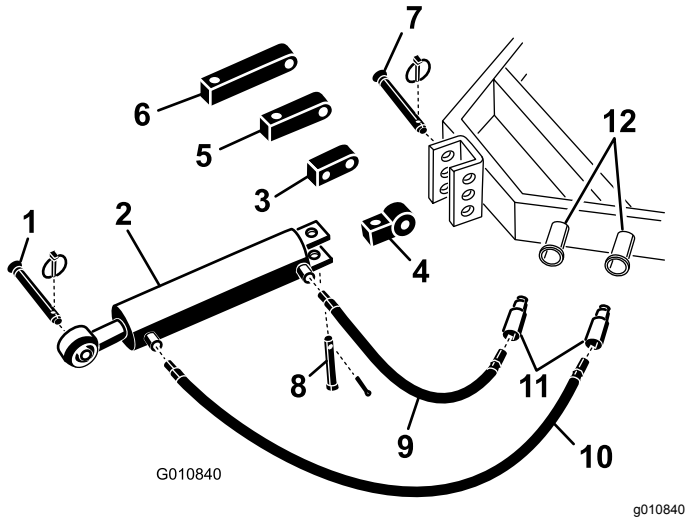

Figur 5
1. Fest enden av koblingsleddet til det hydrauliske toppleddet til trekkenheten, ved hjelp av tappene som følger med trekkenheten (Figur 5).
Merk: Hvis hydraulikksylinderen må plasseres med portene vendt oppover, bruker du omdreiningsblokken istedenfor standard monteringsblokk for å stille inn sylinderen på nytt (Figur 5). Du kan bruke en 90 °-hydraulikkobling istedenfor omdreiningsblokken (90 °-koblinger er ikke inkludert).
A. Fjern splinten og stiften som fester standard koblingsledd til sylinderen (Figur 5). Fjern tilkoblingsleddet fra sylinderen.
B. Fest omdreiningsblokken til sylinderen ved hjelp av tappene du allerede har fjernet (Figur 5).
2. Koble den 106 cm lange hydraulikkslangen til porten på det hydrauliske toppleddet som er nærmest luftemaskinen Figur 5. Påfør forseglingstape eller -middel for rørgjenger på slangegjengene for å hindre lekkasje.
3. Koble den 76 cm korte hydraulikkslangen til porten på det hydrauliske toppleddet som er nærmest trekkenheten (Figur 5). Påfør forseglingstape eller -middel for rørgjenger på slangegjengene for å hindre lekkasje.
Hvis hydraulikksylinderen ikke når frem til monteringsbraketten på luftemaskinen, erstatter du standard monteringsblokk med en forlengelsesblokk når du kobler sylinderen til trekkenheten (Figur 5).
A. Fjern splinten og tappen som fester standard tilkoblingsleddet til sylinderen (Figur 5). Fjern tilkoblingsleddet fra sylinderen.
B. Monter påkrevd forlengelsesblokk til sylinderen ved hjelp av tappene du allerede har fjernet (Figur 5).